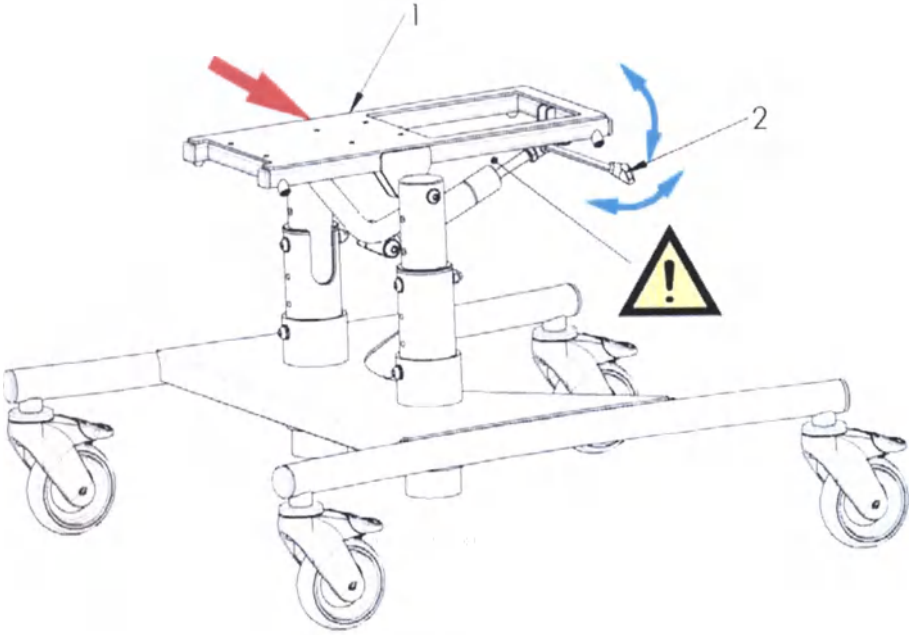

Рис. 13
Регулировка угла наклона платформы (1) *Рис. 13*. Эта регулировка производится путем вытягивания рычага (2) газовой пружины, закрепленной под платформой сиденья. Если на платформе сиденья (1) не установлено сиденье, отрегулируйте угол, нажав на заднюю часть платформы. В случае регулировки с установленным сиденьем, отрегулируем угол наклона, удерживая сиденье одной рукой и потянув за рычаг (2) газовой пружины другой рукой. После достижения желаемого угла отпустите рычаг газовой пружины, который заблокирует угол наклона платформы.